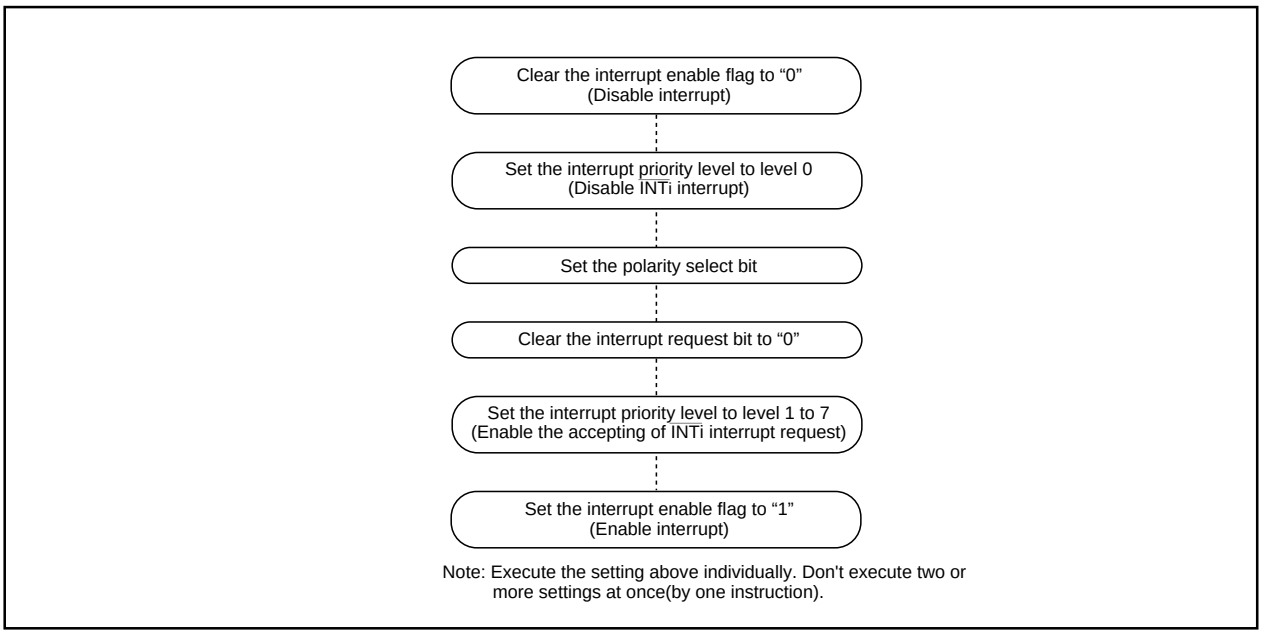

Figure 1.10.13. Switching condition of $\overline{\text{INT}}$ interrupt request
(3) The $\overline{NMI}$ interrupt
(4) External interrupt
- When the polarity of the $\overline{INT0}$ to $\overline{INT2}$ pins is changed, the interrupt request bit is sometimes set to “1”. After changing the polarity, set the interrupt request bit to “0”. Figure 1.10.13 shows the procedure for changing the $\overline{INT}$ interrupt generate factor.